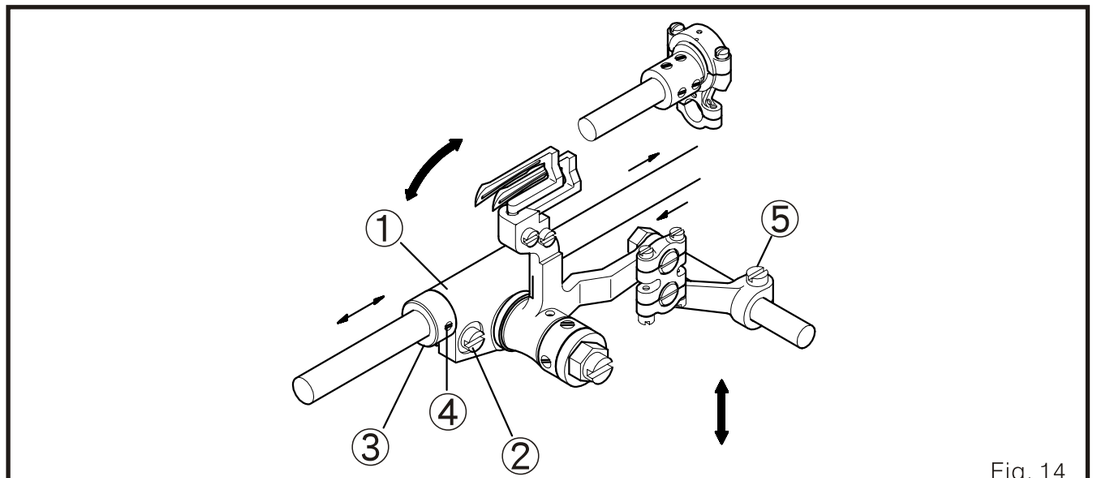

Fig. 14
1. Cuando la aguja este en el punto muerto inferior de la franja 0, la superficie plana izquierda del equipo bucleador 1 estará ha 25 mm de la pared interior izquierda del cuero de la maquina. Cuando gire la polea para mover la aguja al punto muerto inferior de la ercera franja, la superficie plana izquierda del equipo bucleador 1 estará ha 31.5 mm de la pared interior izquierda del cuero de la maquina. (Fig. 14)
5. Para ajustar: (Fig. 14)